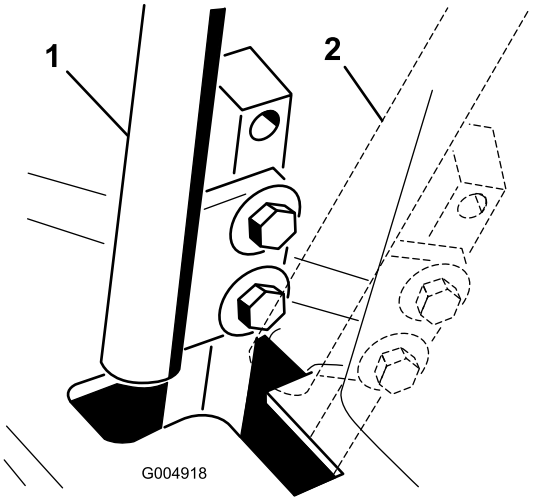

Figur 60
4. Flyt bevægelseshåndtaget til den neutrale position, men **ikke låst** (Figur 60).
6. Kontroller, hvor bevægelseshåndtaget er i forhold til hakket i konsollen (Figur 60).